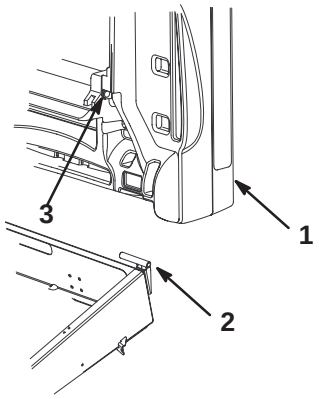

Figur 8
3. Trä lastlådans monteringshål över tappfästet (figur 8).